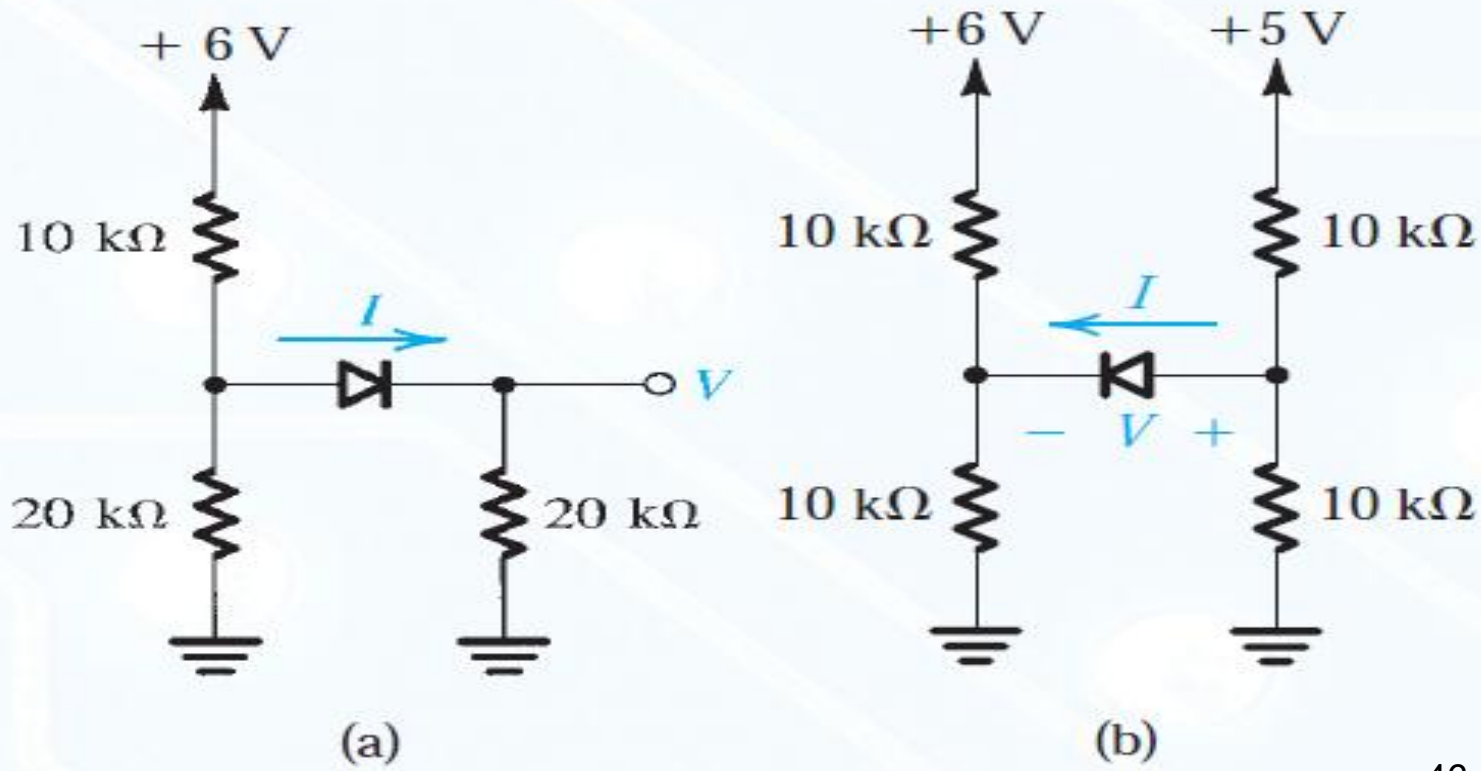

Figure P4.10
4.10 Assuming that the diodes in the circuits of Fig. P4.10 are ideal, utilize Thévenin's theorem to simplify the circuits and thus find the values of the labeled currents and voltages.